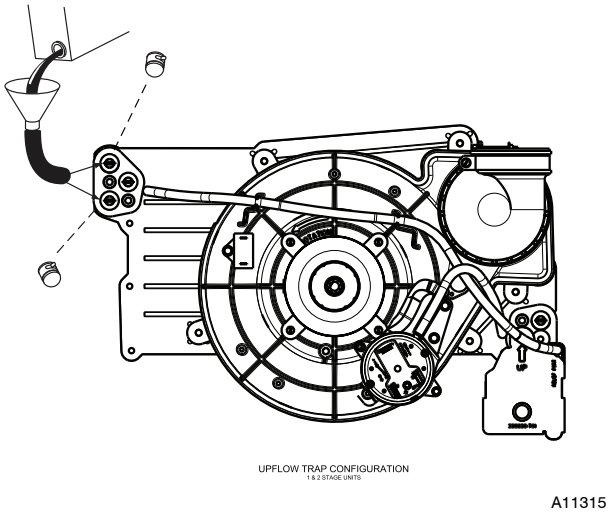

Fig. 60 - Priming Condensate Trap
9. Remove the middle unused rubber plug from the port on the collector box opposite the condensate trap. See Fig. 60.